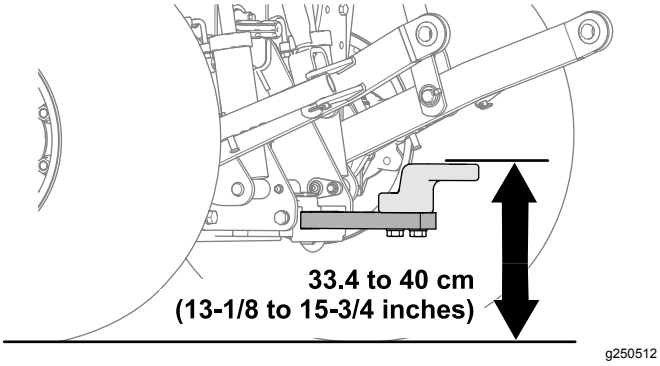

Figur 21
- Arbetshöjd: 33,4 till 40 cm. Se Figur 21.